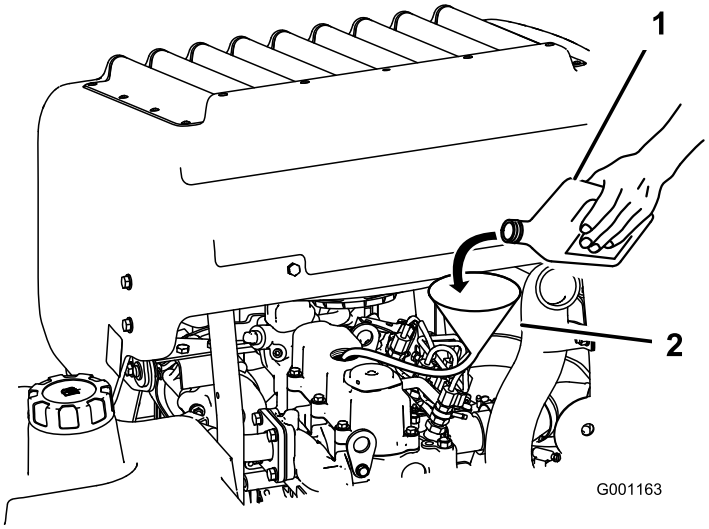

**Figuur 34**
3. Gebruik een slang en een trechter om motorolie bij te vullen (Figuur 34).